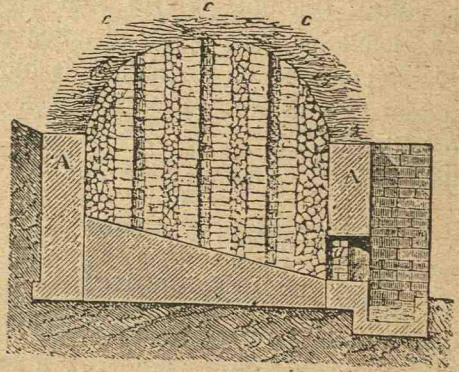

Fig. 59. Calcheroni (secțiune verticală).
1. *Procedeul Calcheronilor. In Sicilia,* la *Catana, Palermo,* etc., se fac niște arii circulare, puțin înclinate (cu diametrul de 10-20 m.), înconjurate cu un zid înalt până la 2 metri, numite *Calcheroni,* A, fig. 59. In ele se așează bucăți de pământ cu sulf (dela 200-1.200 metri cubi), astfel încât să rămână niște coșuri *c.* Totul se acoperă cu pământ și se dă foc. O parte din sulf arzând desvoltă destulă căldură pentru a topi pe celălalt. Sulful topit curge în afară pe aria de piatră înclinată.